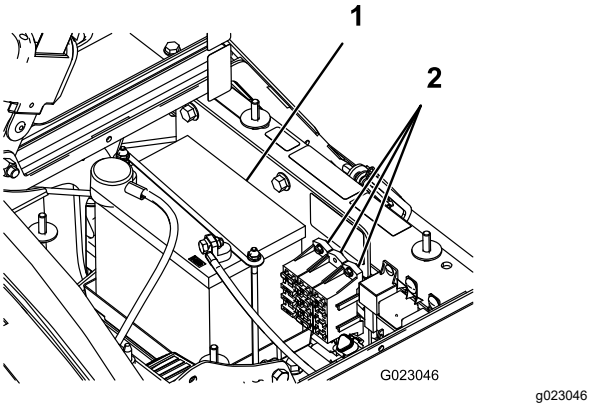

Figuur 49
Er zijn 2 zekeringen en 1 lege sleuf in het elektrische systeem. Deze bevinden zich onder de bestuurdersstoel (Figuur 49).
2. De accu bevindt zich aan de rechterzijde van de machine, achter de pomp (Figuur 49).
5. Verwijder de accuhouder en bevestigingen (Figuur 49).
2. Monteer de accuhouder en zet deze vast met de bevestigingen die u eerder hebt verwijderd (Figuur 49).
4. Monteer het accudeksel en zet dit goed vast met de 2 knoppen (Figuur 49).
1. Draai de knoppen aan beide zijden van de accubak los en verwijder het accudeksel (Figuur 49).